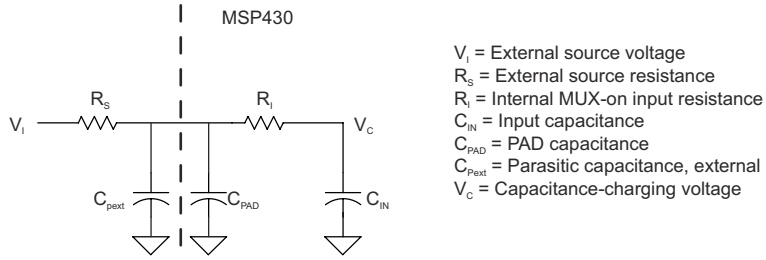

图 8-18. eCOMP Input Circuit
(1) See 图 8-18 for eCOMP C_{IN} model.